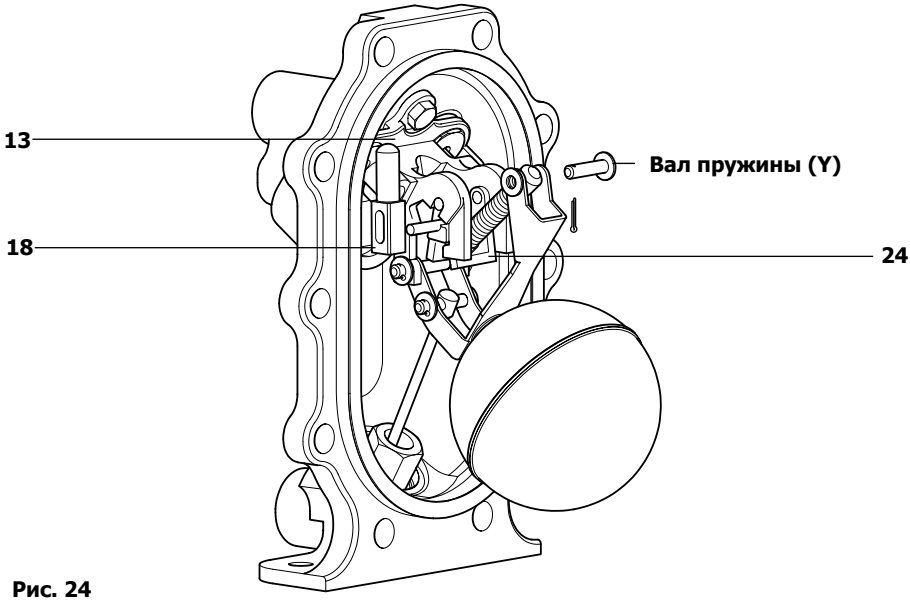

Рис. 24
15. Для снятия клапана выхлопа (дет. 18) снимите шплинты, шайбы и вал (Y) (см. рис. 24).
18. Выравняйте канавку в клапане выхлопа (дет. 18) в хвостовике направляющей (дет. 24) (см. рис. 24).